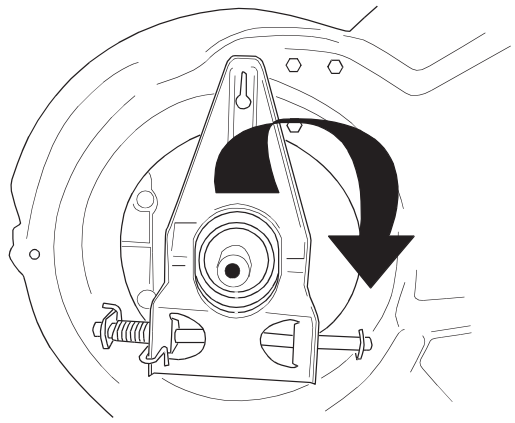

Figure 28
22. Vérifiez et assurez-vous que la courroie passe sur l'intérieur des moitiés de poulie et de la goupille du carter de courroie. Voir la Figure 28.